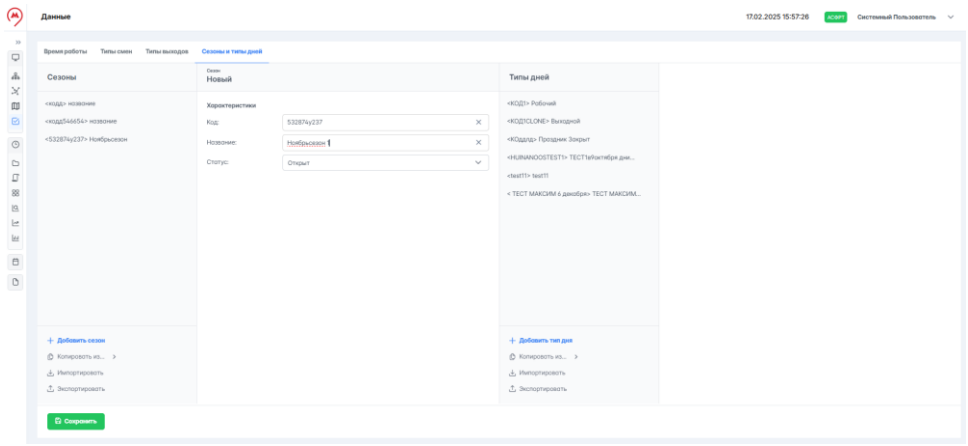

Рисунок 139 – Копирование сезона
2. В списке нажать на сезон, данные которого необходимо скопировать в новый. Справа откроется профиль нового сезона, информация в котором будет полностью скопирована из выбранного (рисунок 139).